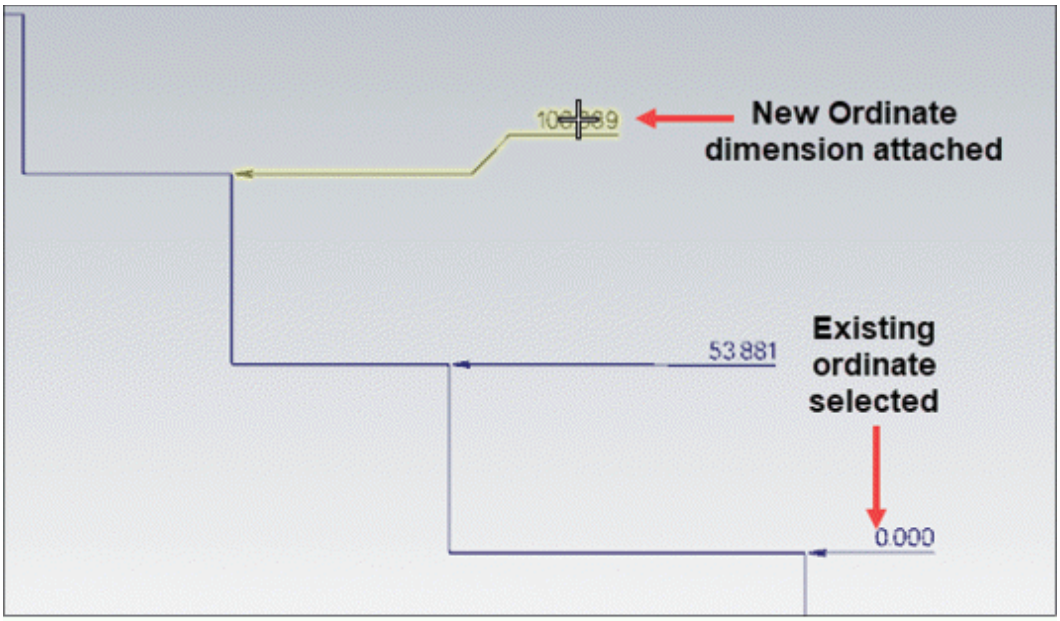

Figure-20. Creating ordinate dimensions
- One by one click on the points and specify locations for dimensions; refer to Figure-20.